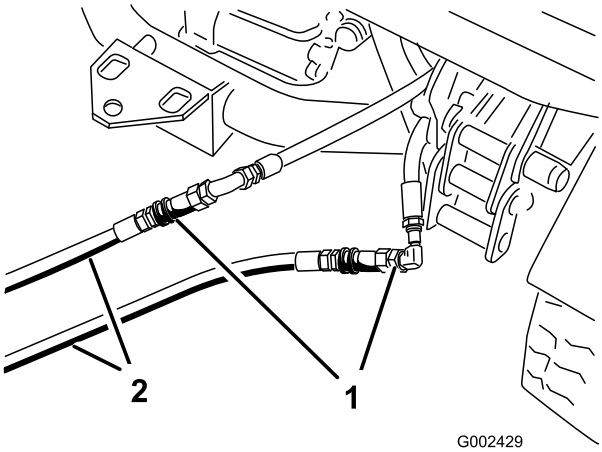

**Figur 72**
3. På det køretøj, der ikke fungerer: Forbind de to startslanger med slangerne, der blev frakoblet (Figur 72). Tildæk alle ubrugte fittings.